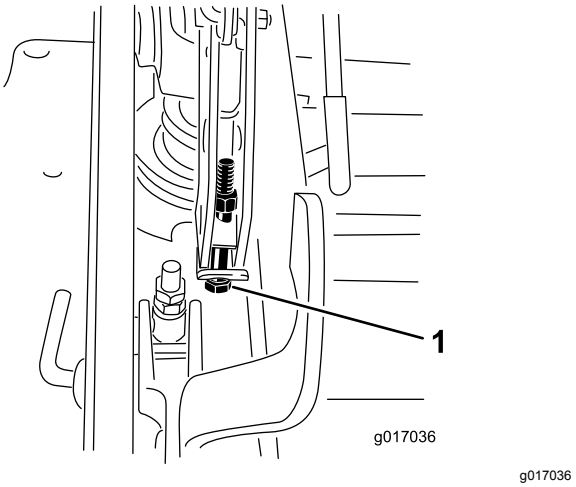

Figur 111
12. Hvis skjoldet er for lavt, skal bolten til enkeltpunktsjusteringen drejes med uret, så den strammes. Hvis skjoldet er for højt, skal bolten til enkeltpunktsjusteringen drejes mod uret, så den løsnes (Figur 111).